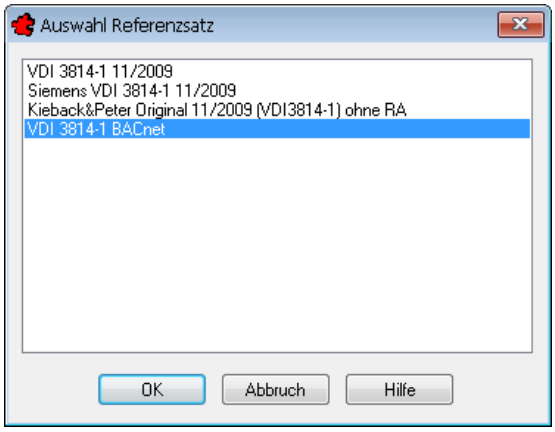

Bild 16.7 – Dialogbox *Auswahl Referenzsatz*
- Schaltfläche *Referenzen:* Hiermit wählen Sie den Referenzsatz, der für das Projekt gültig sein soll. Ist dieser noch nicht angelegt, so kann er später erstellt und nachträglich geändert werden (Abb. 16.7).